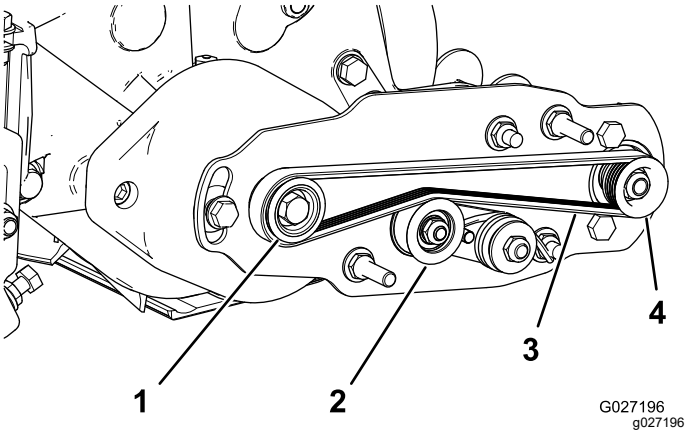

Figura 16
- Avvolgete la cinghia intorno alla puleggia **motrice** e successivamente intorno alla parte superiore della puleggia tendicinghia (Figura 16).